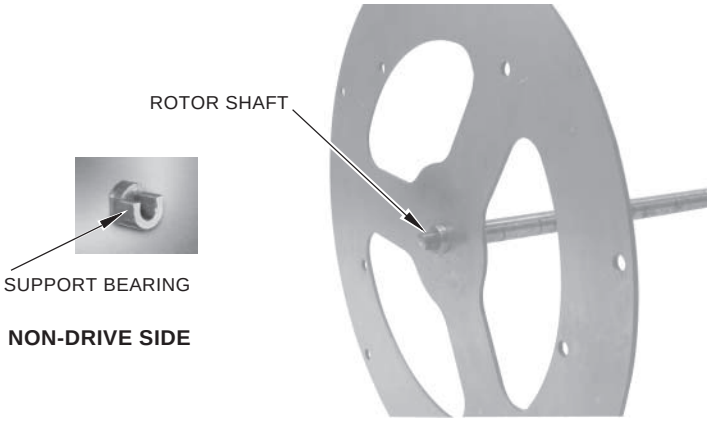

Fig. 2
STEP 2: Place the rotor shaft on the support bearing on the non-drive side of the oven (Fig. 2).